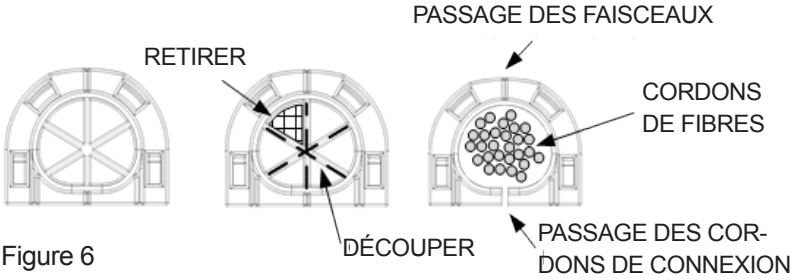

Figure 6
3) Au moyen d'un outil tranchant, découper l'ouverture requise en suivant les lignes d'incision, de la manière illustrée aux Figure 6